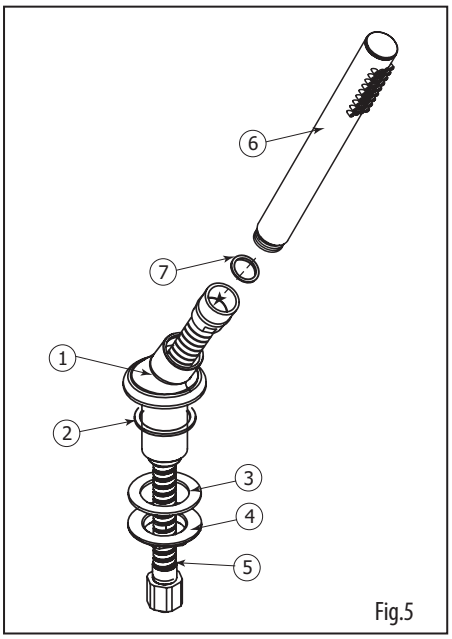

Fig.5
Insert the handshower base (decorative flange) (1), threaded rod and washer (2) into the deckmount hole. Secure with supplied tie-down kit (3 & 4). Fig.5.
Insérer la base de douchette (rosace décorative (1), la tige filetée et la rondelle (2) dans le trou de la surface. Ensuite la fixer avec l'écrou (3) et la rondelle (4). Fig.5. Insérer le raccord Hex 3/8" (le raccord plus petit) du boyau en chrome (5) dans le trou de la base. Ensuite, raccorder l'autre bout du boyau à la douchette (6) avec la rondelle (7). Bien serrer.